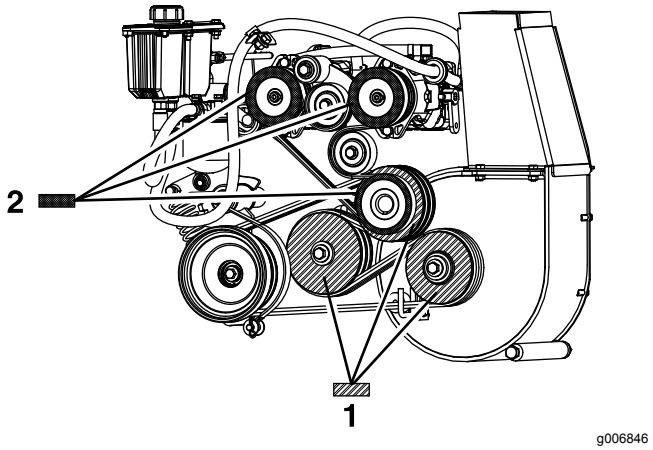

Figuur 67
8. Meet vanaf de poelie van de ventilator: verstel de motor en de omloopas totdat de achterkanten van alle 3 poelies binnen 0,8 tot 1,6 mm gelijk liggen (Figuur 67).
4. Met een liniaal: lijn elke pomppoelie uit met de motorpoelie door deze over de pompas te schuiven (Figuur 67).